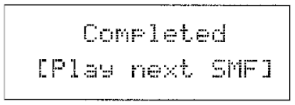

fig. 6
Be sure never to cut off the power until the display in fig. 6 has appeared.
9) Once all files have been loaded, the display in fig. 6 appears.
画面にfig. 6が表示されるまで、絶対に電源を切らないこと。
9) すべてのファイル転送が終了した時、画面にはfig. 6が表示されている。